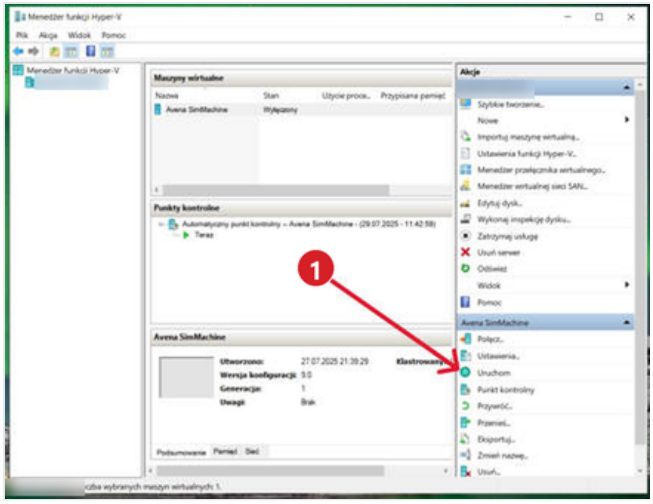

Rys. 5. Uruchom w panelu Akcje, w części z nazwą maszyny (tuż nad nim: Ustawienia).
1. W Menedżerze funkcji Hyper-V zaznacz maszynę Avena SimMachine. W panelu **Akcje**, w części z nazwą maszyny, kliknij **Uruchom** 1 (Rys. 5). Jeśli pojawi się pytanie o punkt kontrolny, kliknij **Kontynuuj**.
Rys. 5. Oś rozszerzona → Komunikacja UDP: 1 układ współrzędnych osi i przycisk ✓ (zastosuj), 2 edycja parametrów, 3 nawiązanie połączenia. Na zrzucie wybrany jest jeszcze *exaxis0*; w zestawie Aveny powinien być *exaxis1*. Zrzuty z oprogramowania 4.0 z polskim panelem; menu w 3.9.9 jest takie samo (instrukcja 02).